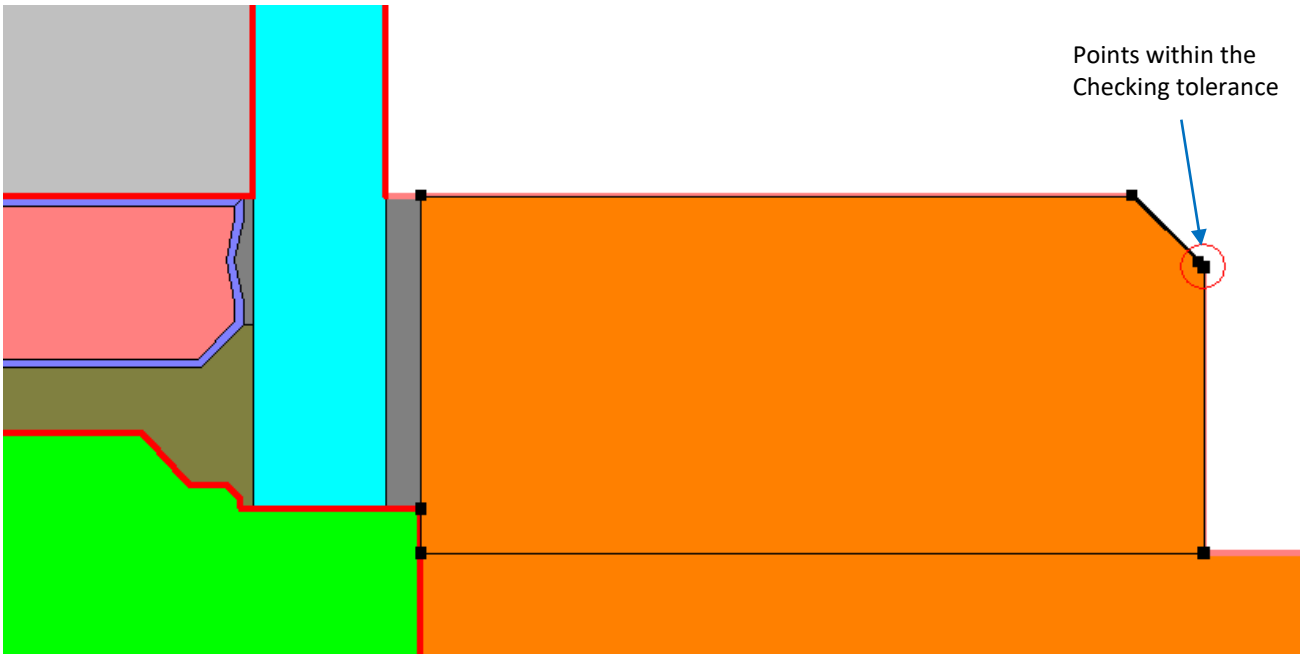

Figure 6-16. THERM will show a red circle around points that are too close together.
- First, THERM checks the polygon edges because the mesher needs exactly matching points on any polygons that are adjacent to each other. If a point exists on the edge of a polygon but not on the edge of an adjacent polygon, and if the adjacent edge is less than the floating point tolerance (0.01 mm), THERM automatically adds a point to the adjacent edge and merges the points so that there is an identically placed point on both polygons. If the distance between the adjacent edges is greater than the floating point tolerance, the program does nothing, and an unmatched edge is created resulting in either a void or an overlapping region, as shown in Figure 6-16.